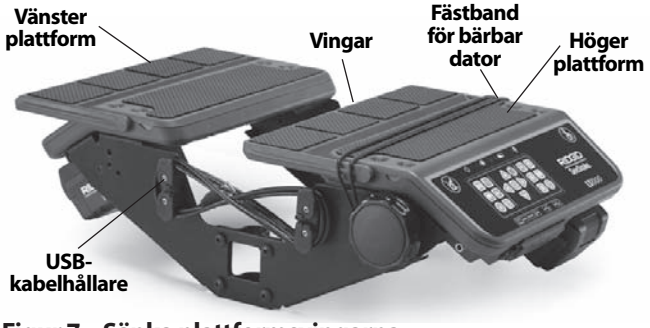

Figur 7 – Sänka plattformsvingarna
5. Dra USB-kabeln från LT1000 till den bärbara datorns USB-port och anslut den till porten. Linda överskjutande kabel runt USB-kabelhållarna. (*Se figur 7.)*